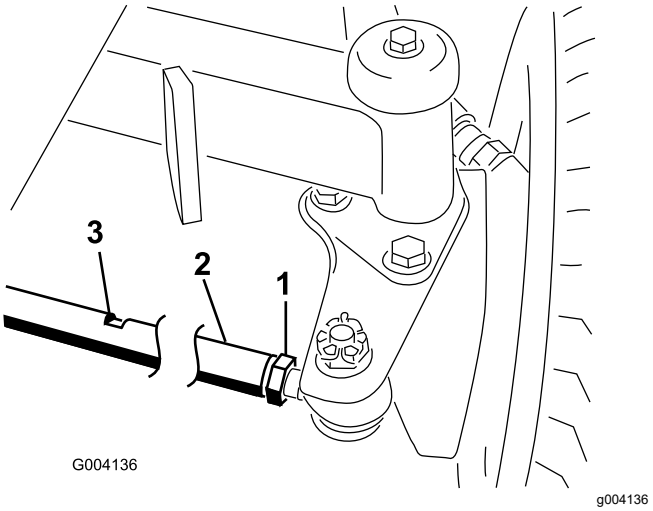

Figur 107
1. Løsn kontramøtrikken for hver ende af forbindelsesstangen (Figur 107).